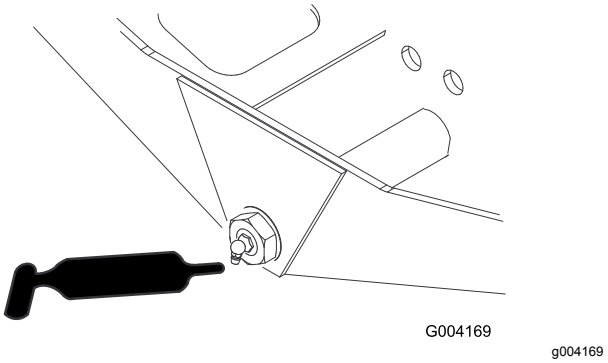

**Figur 48**
- Akselstyretap (1) (Figur 48)